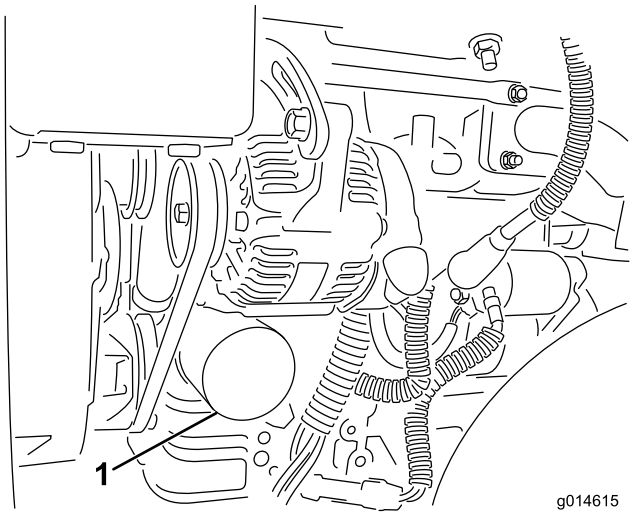

Figur 46
2. Avlägsna oljefiltret (Figur 46). Stryk på ett tunt lager ren olja på den nya filterpackningen.